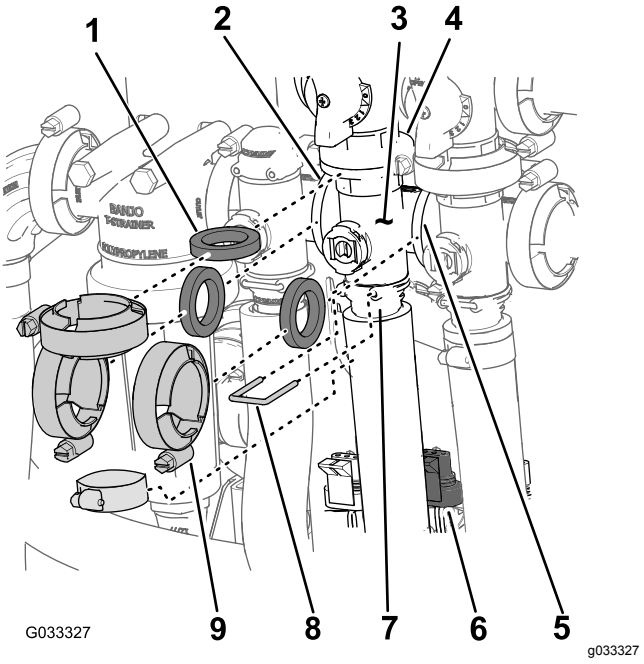

Figuur 64
1. Verwijder de klemmen en pakkingen waarmee de verdeler voor de mengklep (Figuur 64) bevestigd is aan de mengomloopklep, de regelklep voor de gebruiksdosis, de hoofdklep van de spuitbomen en de adapterfitting (mengdosisklep).
2. Verwijder de borgclip waarmee de uitgaande fitting aan de verdeler voor de mengklep is bevestigd (Figuur 64).